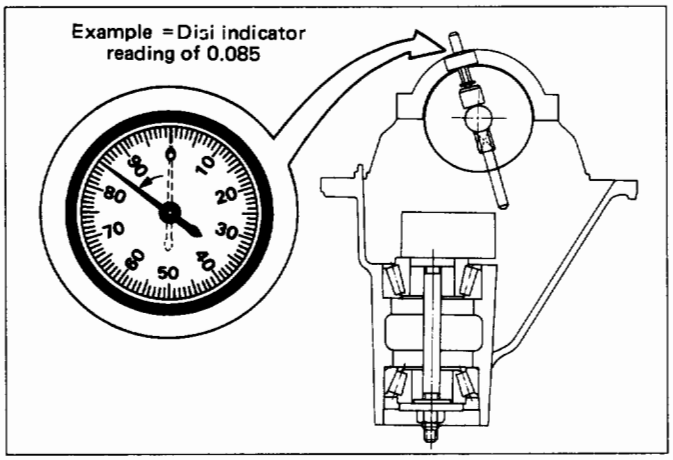

Fig. 4B-35
6) Record the pinion depth code on the head of the drive pinion (Fig. 4B-36).